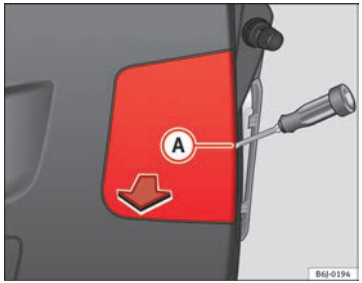

Fig. 175 Lights on the rear lid
– Remove the lid with a flat screwdriver, placing it in notch (A) ⇒ Fig. 175.